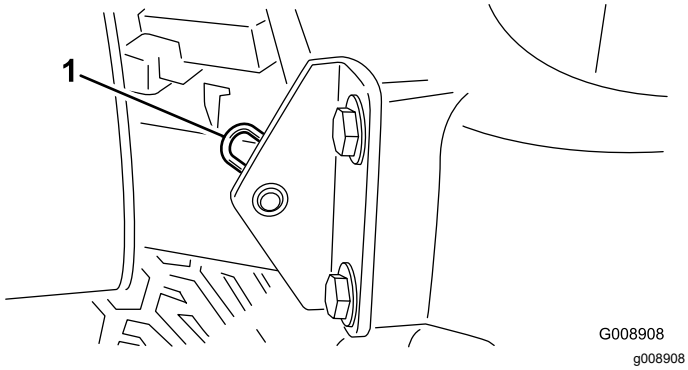

**Figur 43**
2. Ta bort hårnålssprinten som fäster motorhuvstappen till fästskivorna (Figur 43).